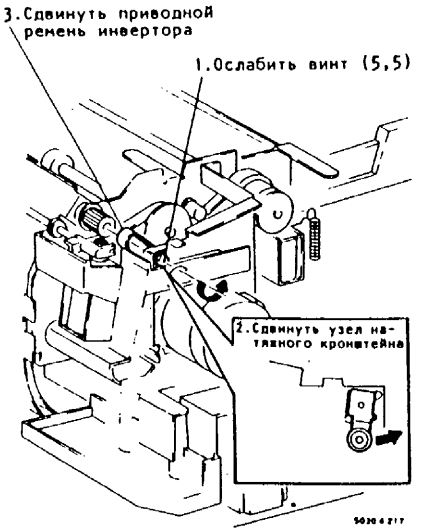
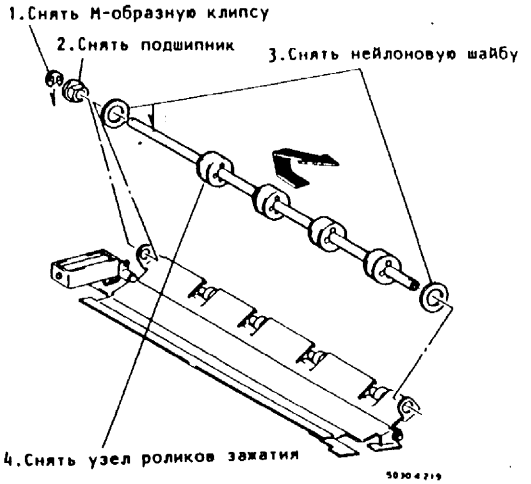

Рис.1. Снятие узла ролика зажатия
Рис.3. Снятие узла ролика зажатия
3. (Рис.1, Рис.2, Рис.3): Снять узел ролика зажатия.